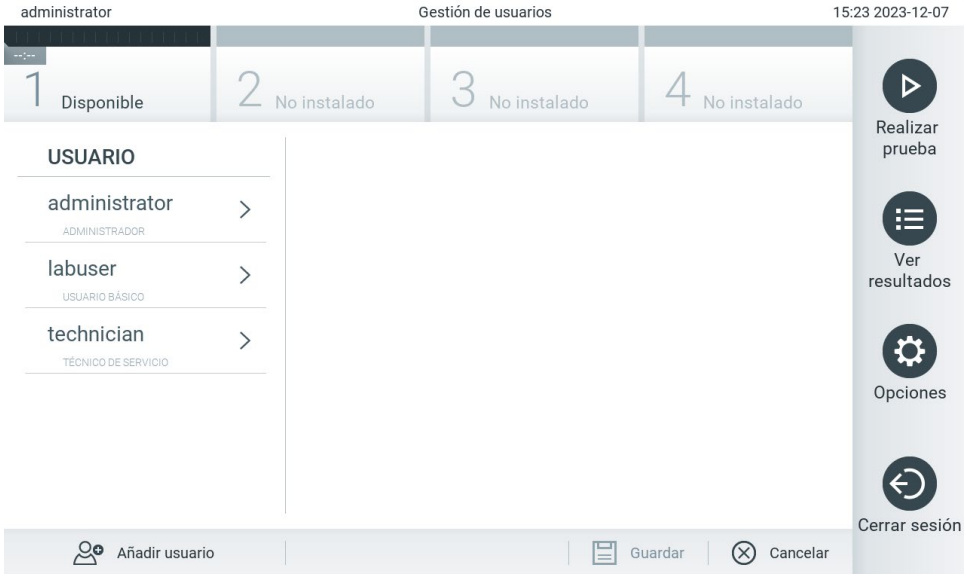

Figura 50. Pantalla User management (Administración de usuarios).
1. Pulse **Options** (Opciones) > **User Management** (Administración de usuarios) para configurar los usuarios. Aparecerá la pantalla User Management (Administración de usuarios) en la zona de contenido de la pantalla (figura 50).